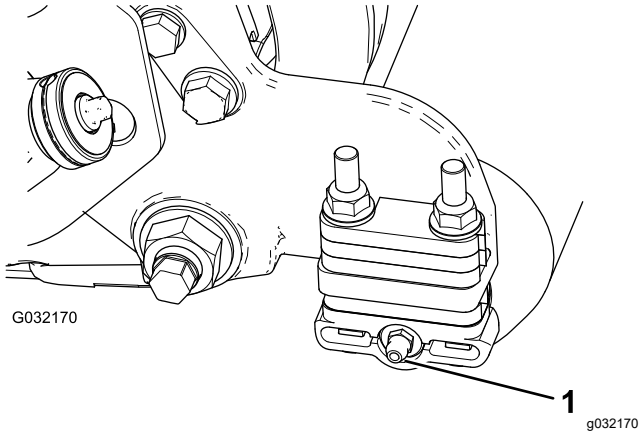

Figuur 5
2. Monteer de 90°-smeernippel zodanig dat deze naar achteren wijst (Figuur 5).